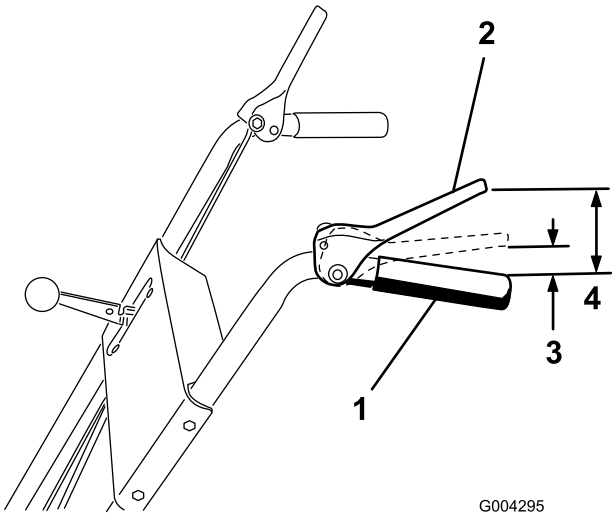

Figur 7
2. Juster de to flensmutterne oppover eller nedover på trekkstaget til avstanden mellom toppen av håndtaket og bunnen av trekkontrollspaken er ca. 11,4 cm som vist i Figur 7.
Merk: Justeringen er korrekt når hjulene slutter å rulle bakover og avstanden mellom toppen av håndtaket og bunnen av trekkontrollspaken er mellom 3 og 5 cm som vist i Figur 7.